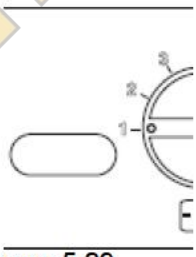

рис. 5.29
• Перед тем, как дать электропитание на котёл, установите ручки 2 и 3 как показано на рис. 5.29.
• Для настройки функционирования с термостатом нужно войти в программирование, нажимая 10 секунд кнопку «сброс» 4 (см. рис. 5.29) до появления параметра P01 на дисплее LCD. На дисплее появится следующая последовательность (причём P01 будет чередоваться с -- -- --).
• Для перехода по параметрам нажимайте кнопку «сброс» 4 (см. рис. 5.29), пока не достигните параметра P03, подходящего для проверки функционирования бойлера с термостатом.
• Для настройки функционирования с датчиком NTC нужно войти в программирование, нажимая 10 секунд кнопку «сброс» 4 (см. рис. 5.29) до появления параметра P01 на дисплее LCD. На дисплее появится следующая последовательность (причём P01 будет чередоваться с -- -- --).
• Для перехода по параметрам нажимайте кнопку «сброс» 4 (см. рис. 5.29), пока не достигните параметра P03, подходящего для проверки функционирования бойлера с датчиком NTC.
• Значение, отображающееся на дисплее равно 04, поверните ручку управления котла 2 (см. рис. 5.29) на минимальное значение «1».
В таблице указаны настройки ручкой управления котла 2 на рис. 5.29 с отображением на дисплее LCD для параметра P03.
• Нажмите кнопку «сброс» 4 и войдите в программирование параметра P04, начальное значение, отображаемое дисплеем 04, установите ручку управления котлом 2 (см. рис. 5.29) на среднее значение «4», после этого значение, показываемое дисплеем LCD будет 04.
В таблице указаны настройки ручкой управления котла 2 на рис. 5.29 с отображением на дисплее LCD для параметра P04.